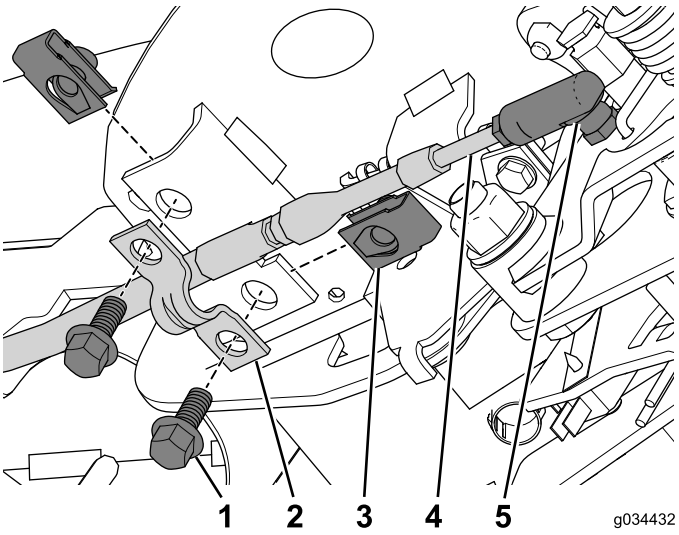

Figuur 25
3. Sluit de kabel van de vergrendelde neutraalstand aan op de kabelstekker (Figuur 25).
4. Monteer de bevestigingsmoer op de bedieningseenheid (Figuur 25).
5. Gebruik de 2 bouten (1/4 x 5/8 inch) om de kabel met de kabelklem aan de bedieningseenheid te bevestigen (Figuur 25).